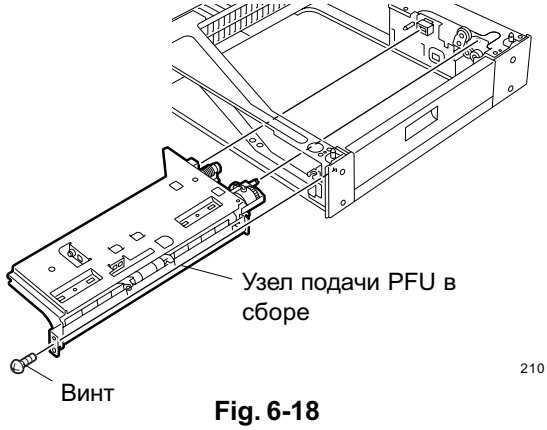

Fig. 6-18
2. Снимите узел подачи PFU в сборе (Fig. 6-18)